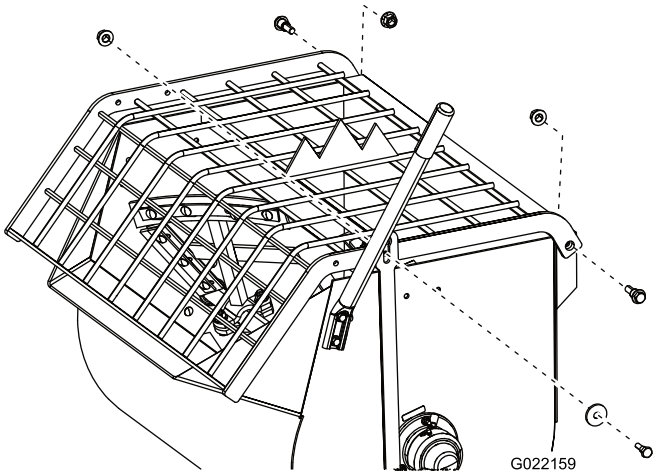
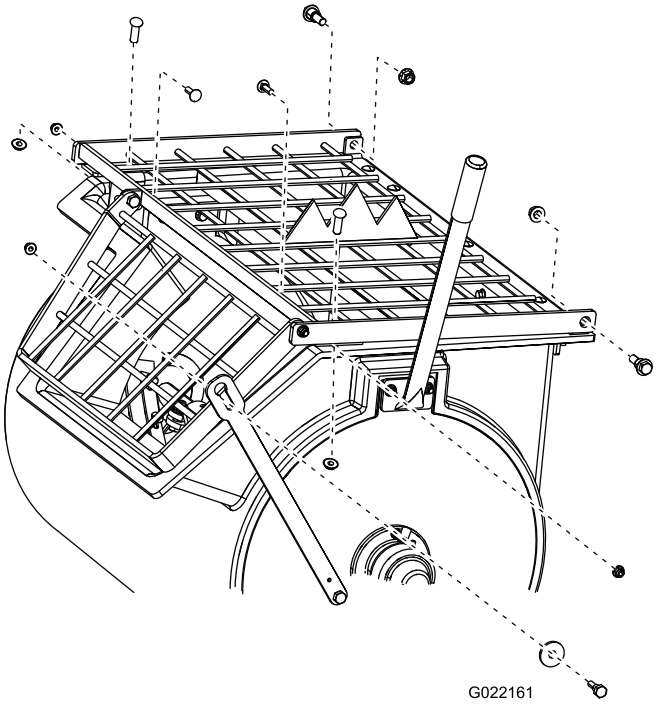
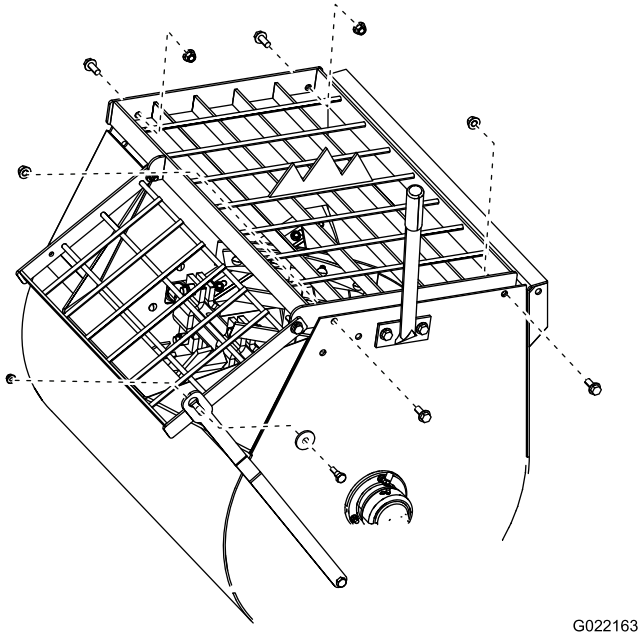

Figure 40
Figure 41
Figure 42
3. Remove the nuts and bolts that secure the grate to the drum, and remove the grate (Figure 40, Figure 41, or Figure 42).